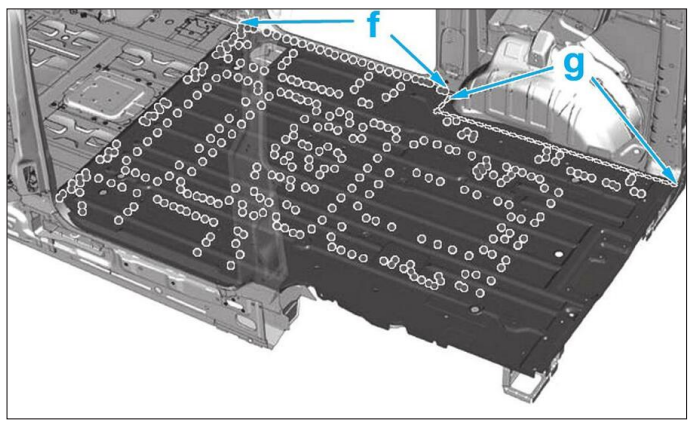

**FIG. 94**
• Souder par points bouchons (f) **(Fig.94)**.